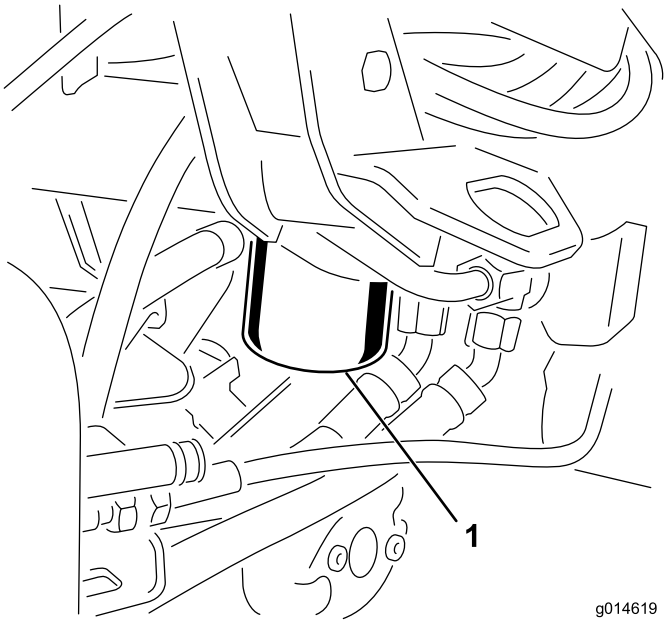

Figuur 56
1. Reinig de omgeving van de plaats waar het filter wordt gemonteerd (Figuur 56). Plaats een opvangbak onder het filter en verwijder het filter.